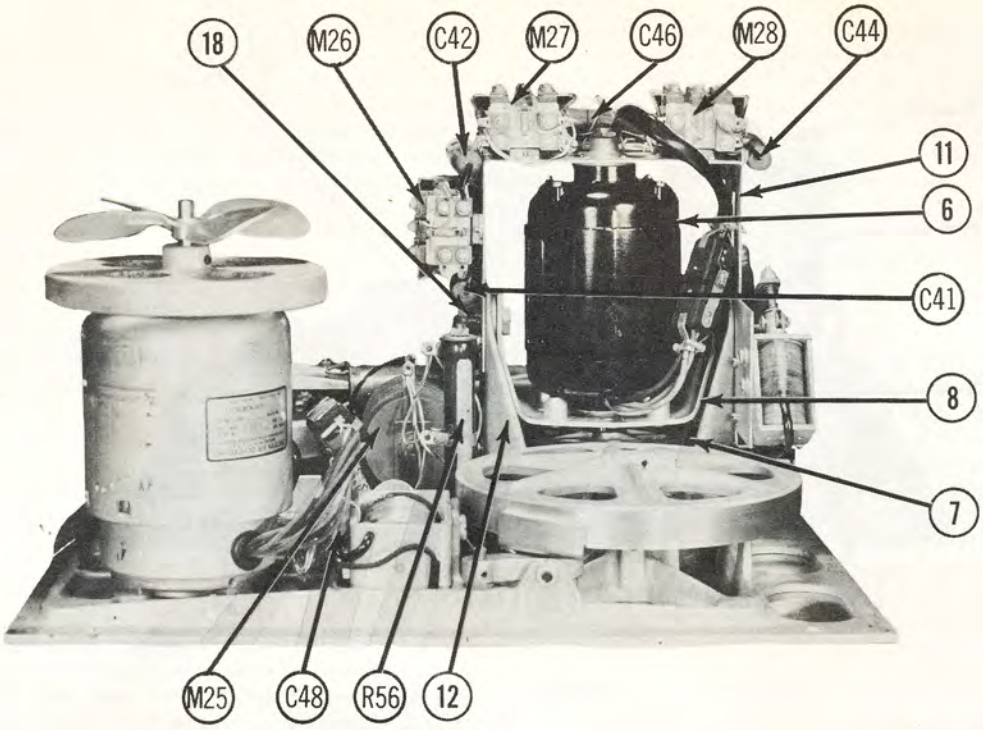

Figure 6
2. Turntable Motor (6) Figure 6.
d. Turntable Motor Tire (7), Figure 6.